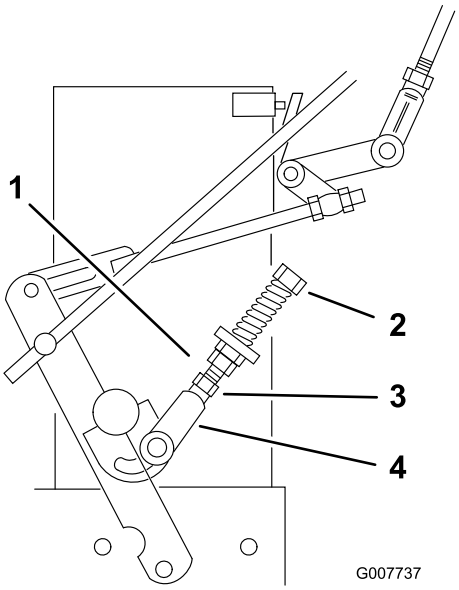

Figur 32
9. Hvis hjulet drejer, mens drivhåndtaget er placeret i den neutrale position, skal de neutrale ledforbindelser justeres (Figur 32). Gå videre til trin 12, hvis hjulene stopper.
10. Løsn møtrikken mod den neutrale ledforbindelses gaffel (Figur 32).
11. Juster den neutrale ledforbindelse, indtil det respektive hjul stopper, mens kontrolhåndtaget trækkes op mod den neutrale fjeder (neutral position) (Figur 32).
12. Drej justerbolten ca. 1/4 omgang med uret, hvis hjulet drejer baglæns, eller drej bolten ca.1/4 omgang mod uret, hvis hjulet drejer fremad (Figur 32).